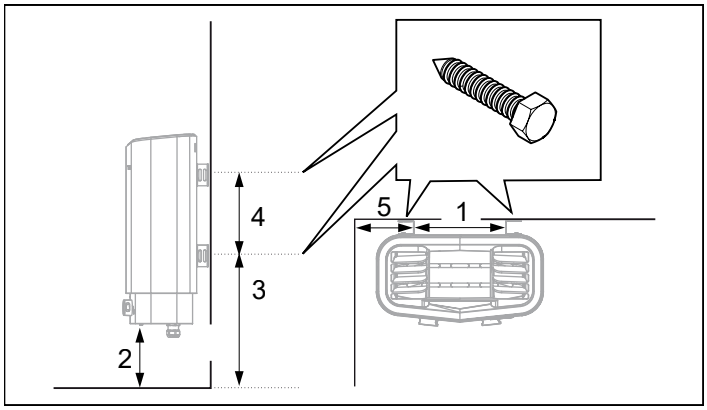

Abbildung 8: Abmessungen
6. Positionieren Sie die Halterungsschrauben unter Beachtung der Maßangaben (siehe Abbildung 8).